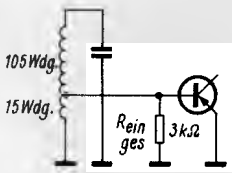

Bild 45. Daten zur Aufgabe Nr. 8
8. Ein Transistor ist an einen Schwingkreis nach *Bild 45* angepaßt. Der Resonanzwiderstand Z_0 des Schwingkreises allein beträgt 150 kΩ, der Gesamteingangswiderstand des Transistors 3 kΩ. Am Kreis liegt bei angeschlossenem Transistor eine Spannung von 2 mV.